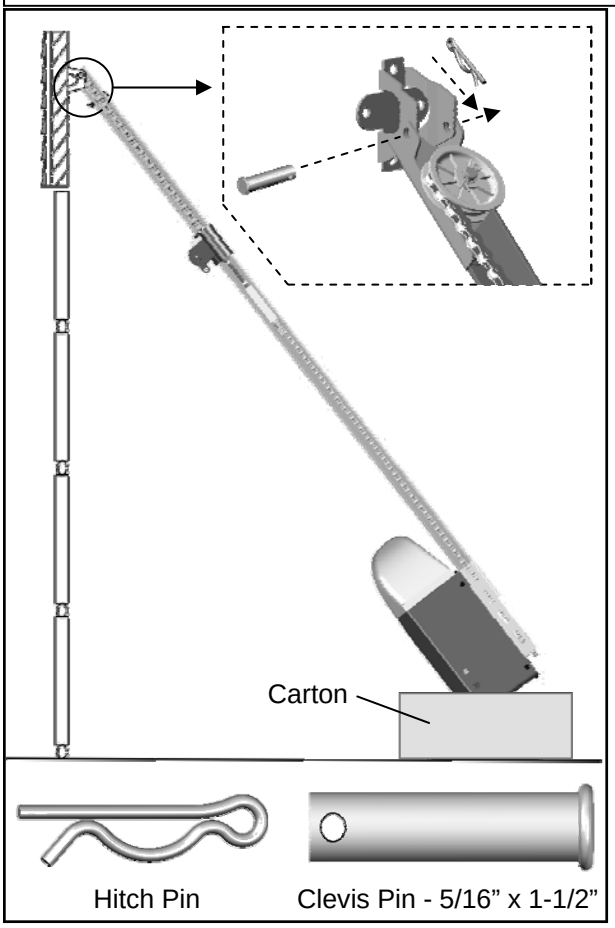

Fig.1
1. Comme illustre sur le figure 1, utiliser le carton d'emballage comme support temporaire pour l’operateur. Placez l’operateur sur le carton pour éviter du dommage.